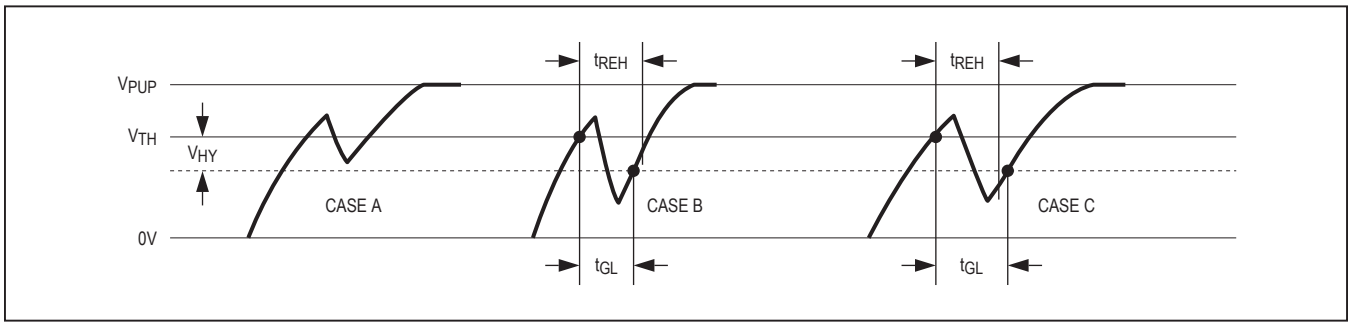

Figure 12. Noise Suppression Scheme
2) There is a hysteresis at the low-to-high switching threshold V_{TH}. If a negative glitch crosses V_{TH} but does not go below V_{TH} - V_{HY}, it is not recognized (Figure 12, Case A). The hysteresis is effective at any 1-Wire speed.
3) There is a time window specified by the rising edge hold-off time t_{REH} during which glitches are ignored, even if they extend below the V_{TH} - V_{HY} threshold (Figure 12, Case B, $t_{GL} < t_{REH}$). Deep voltage drops or glitches that appear late after crossing the V_{TH} threshold and extend beyond the t_{REH} window cannot be filtered out and are taken as the beginning of a new time slot (Figure 12, Case C, $t_{GL} \geq t_{REH}$).